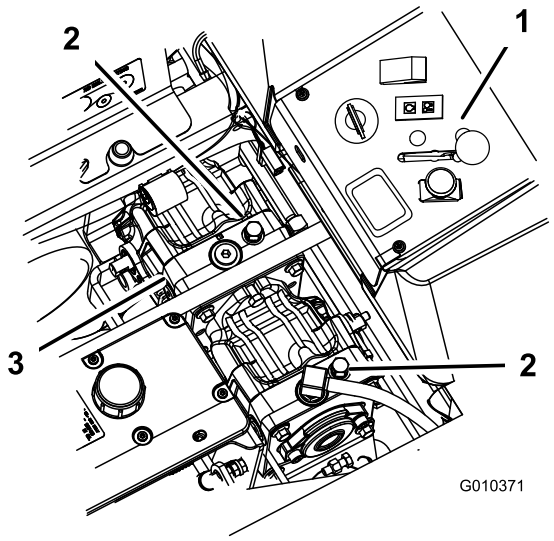

Figuur 31
2. Draai de omloopkleppen één slag naar links om de machine te duwen. Hierdoor kan de hydraulische vloeistof langs de pomp worden geleid zodat de wielen kunnen draaien (Figuur 31.
Draai de omloopkleppen een slag naar rechts om de machine in bedrijf te stellen (Figuur 31).